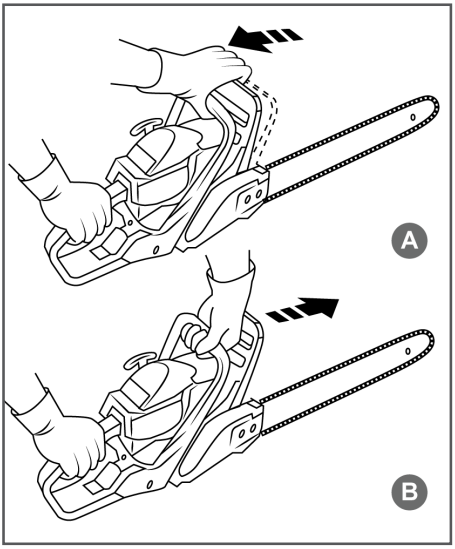

Рис. 7 Проверка механического тормоза цепи
Тормоз цепи выключен (цепь может вращаться), когда ручка тормоза взведена (Рис. 7А).
Тормоз цепи включен (цепь не имеет возможности вращаться), когда ручка тормоза находится в отжатом положении (Рис. 7В).
3. Используя тормоз цепи, переместить левое запястье от себя и нажать им на ручку тормоза, не отпуская рукой переднюю рукоятку пилы (Рис. 7В).
6. Взведите ручку тормоза (Рис. 7А).
4. Убедитесь, что тормоз цепи включен (цепь заторможена), как показано на Рис. 7В.
После запуска двигателя немедленно выключите тормоз пильной цепи. Для этого потяните ручку тормоза на себя до щелчка (Рис. 7А).